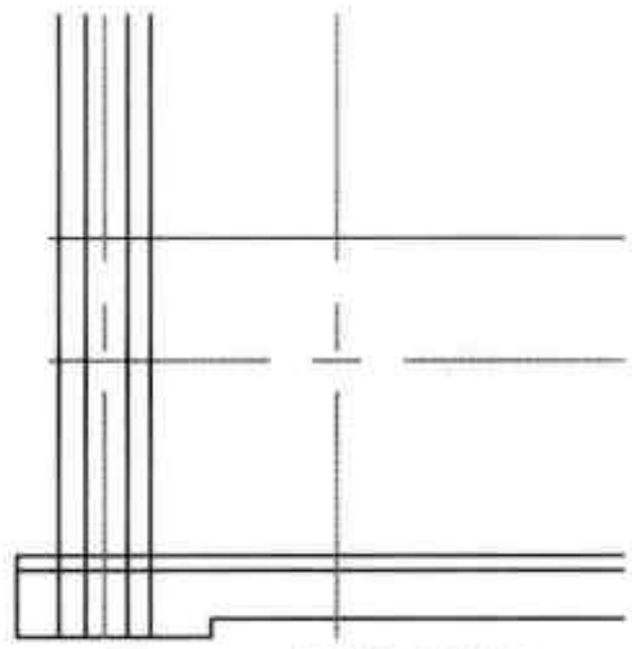

图21-65 镜像复制线段
Step 24 执行“镜像”命令，以线段 L1 为镜像线，将偏移后的垂线镜像复制，如图 21-65 所示。